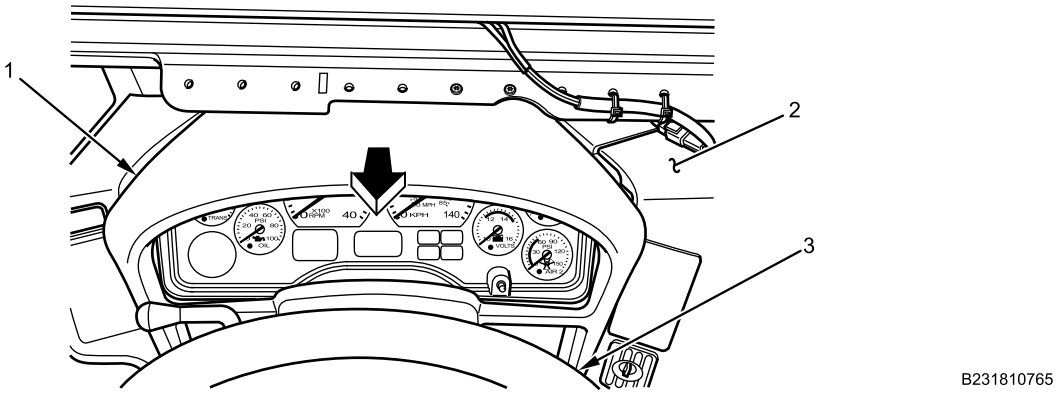

Figure 1. Instrument Panel Cluster Closeout.
1. Loosen top of instrument panel cluster closeout panel (Figure 1, Item 1) from instrument panel (Figure 1, Item 2) by pulling towards steering wheel (Figure 1, Item 3).